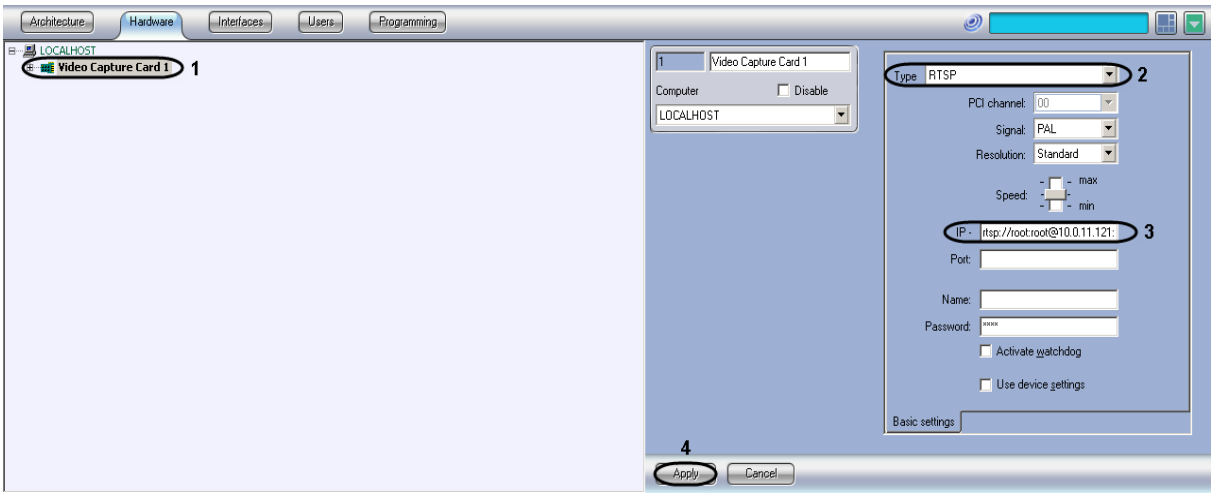

Figure 8.17-6 Configuring the video capture card for receiving video via RTSP protocol
1. Create the "Video Capture Card" object on the basis of the "Computer" object in the "Hardware" tab of the "System settings" dialog box (Figure 8.17-6, 1).
2. Go to the settings panel for the created object (Figure 8.17-6).
3. Select the “RTSP” value in the “Type” dropdown list (Figure 8.17-6, 2).
4. Type-in the address of rtsp-stream in the “IP” field (Figure 8.17-6, 3). The length of address is not to be longer than 100 characters.
5. Click the “Apply” button to save the settings of the “Video Capture Card” object (Figure 8.17-6, 4).